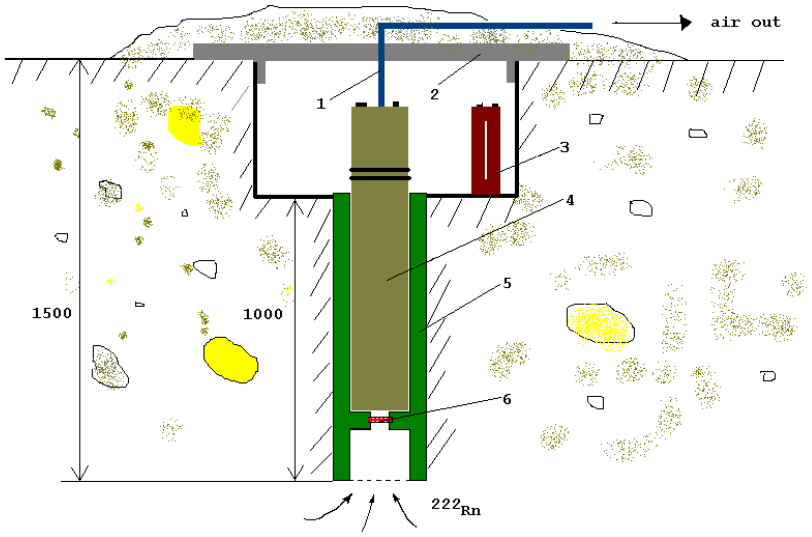

Рис. 5. Конструкция измерительной скважины.
7.2.2. Предполагаемая конструкция измерительной скважины изображена на рис.5.